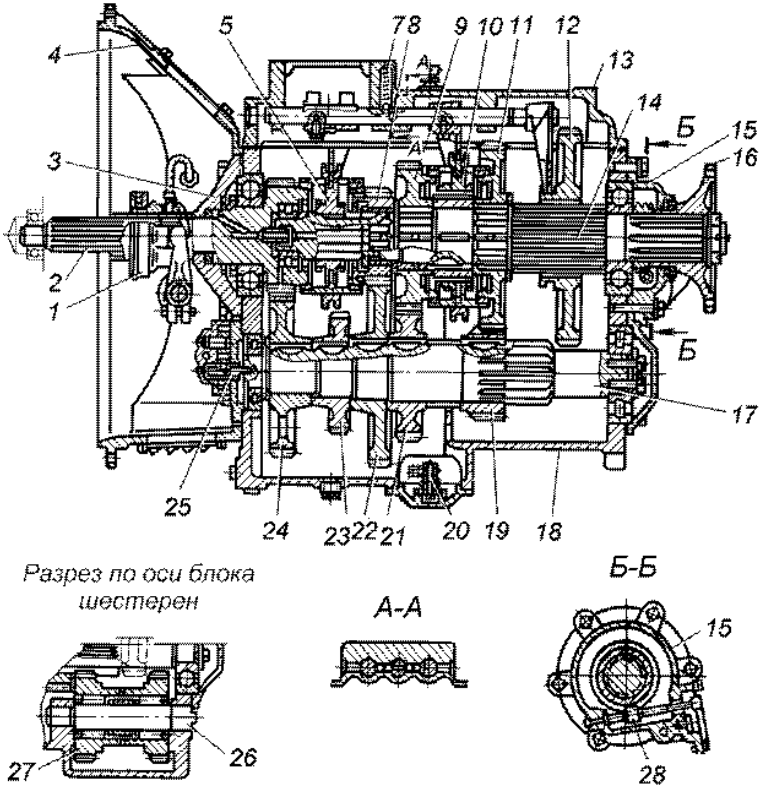

Рис. 7. Коробка передач ЯМЗ-236П:
5. Повернуть замковое кольцо 5 (рис.7) относительно втулки 6 так, чтобы выступы кольца совпали с пазами втулки (положение "г").
Первичный вал 2 (рис. 7) коробки передач установлен на двух шариковых подшипниках. Передний подшипник запрессован в расточку коленчатого вала двигателя. Полость подшипника при сборке заполнена смазкой Литол-24 по ГОСТ 21150–87 и уплотнена манжетой. Задний подшипник с помощью стопорного кольца закреплен от осевых перемещений в передней стенке картера коробки передач и крышке подшипника.
Через шестерню 23 (рис. 7) можно производить отбор мощности для привода дополнительных агрегатов. Механизм отбора мощности крепится к одному из фланцев с люками, находящимися с обеих сторон картера коробки передач.